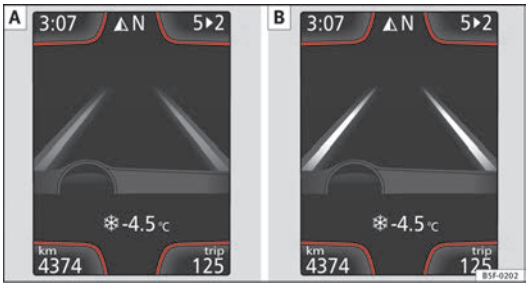

Fig. 101 No ecrã do painel de instrumentos: Indicação no ecrã do sistema de aviso de saída da via de circulação (exemplo 1).
– O sistema está activado, mas não está disponível, quer por ter alcançado a velocidade mínima ou por não reconhecer as linhas da via de circulação ⇒ Fig. 101 A.
– O sistema está activado e disponível, reconhece as duas linhas da via de circulação. Neste momento não está a corrigir a trajectória ⇒ Fig. 101 B.